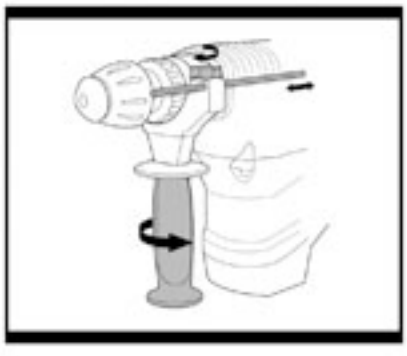

Fig. 2
Afloje el mango en sentido antihorario, luego deslice el asa a lo largo del cabezal del martillo rotativo. Gire el mango en sentido horario para fijar el asa y apriétela bien (Fig. 2).
2. INSTALACIÓN DEL TOPE DE PROFUNDIDAD (Fig. 2)